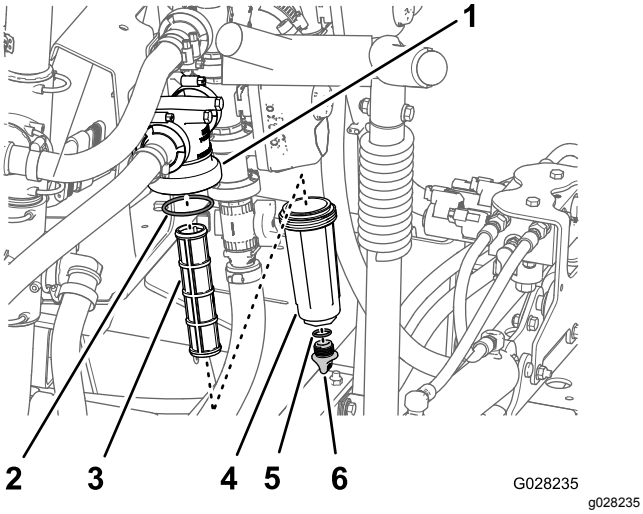

図 91
2. 圧力フィルタの下に受け容器をおく図 91。
3. 圧力フィッティングのドレンプラグを左に回して外す図 91。
4. ボウルを左に回してフィルタヘッドから外す図 91。
5. 古い圧力フィルタエレメントを外す図 91。
6. ドレンプラグの O リングボウルの内側とボウルの O リングフィルタヘッドの内側に傷や破損がないか点検する図 91。
7. 新しい圧力フィルタエレメントをフィルタヘッドに取り付ける図 91。
8. ヘッドにボウルを取り付けて手締めする図 91。
9. ボウルにプラグ取り付けて手締めする図 91。